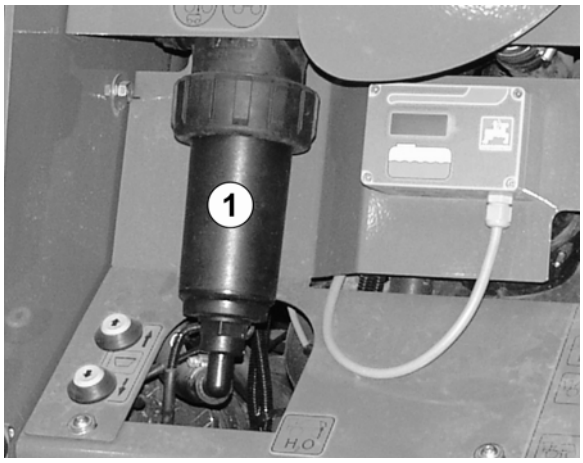

Rys. 128
2. Zdjąć filtr ciśnieniowy (Rys. 128/1) i wyczyścić wodą.
4. Zdjąć filtr ciśnieniowy (Rys. 128/1) i wyczyścić wodą.